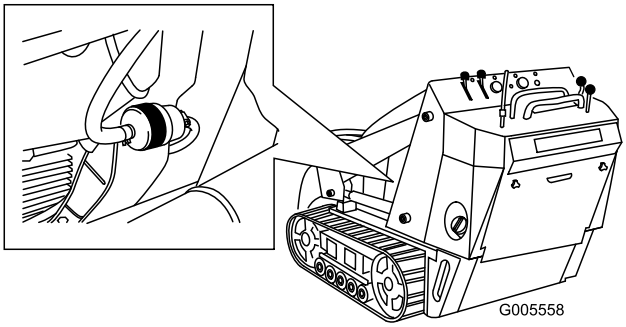

**Figuur 36**
4. Klem de brandstofleidingen aan beide zijden van het brandstoffilter (Figuur 36).
5. Druk de uiteinden van de slangklemmen naar elkaar toe en schuif ze weg van het filter (Figuur 36).